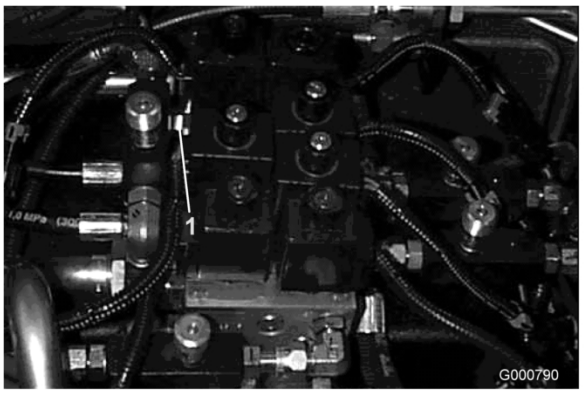
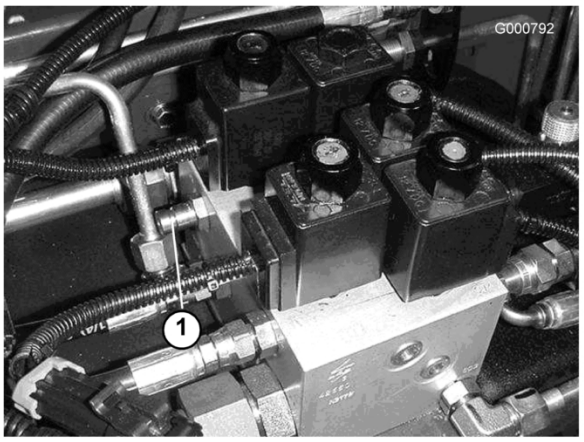

Figura 66
Figura 67
1. Il foro diagnostico A (Figura 66 e Figura 67) agevola la diagnostica del circuito idraulico degli elementi di taglio posteriori.